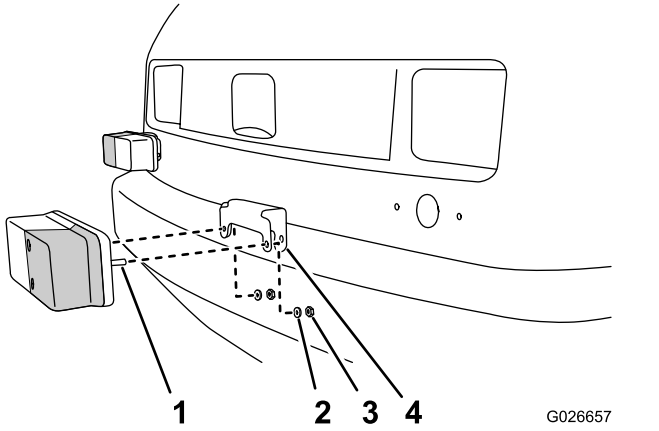

Figur 5
2. Skub beslaget på tapperne på lygten (Figur 5).